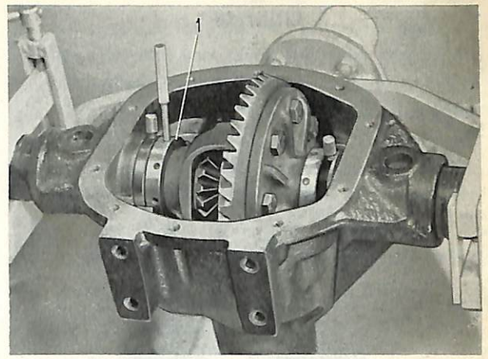

Bild 49. Inställningsringar för differential
1. Olja inställningsringarna invändigt och sätt dem på differentialhuset. För Spicer 23 användes inställningsringar SVO 2687 och för övriga SVO 2595. Ringen med svartoxiderad justerring placeras på kronhjulssidan. Olja även in lagerläget i huset. Differentialhus och inställningringar placeras i bakaxelhuset, se bild 49. Använd indikatorklocka och justera in ringarna så att rätt kuggflankspel, 0,15 mm** erhålles. Drag åt låsskruvarna i inställningsringarna.